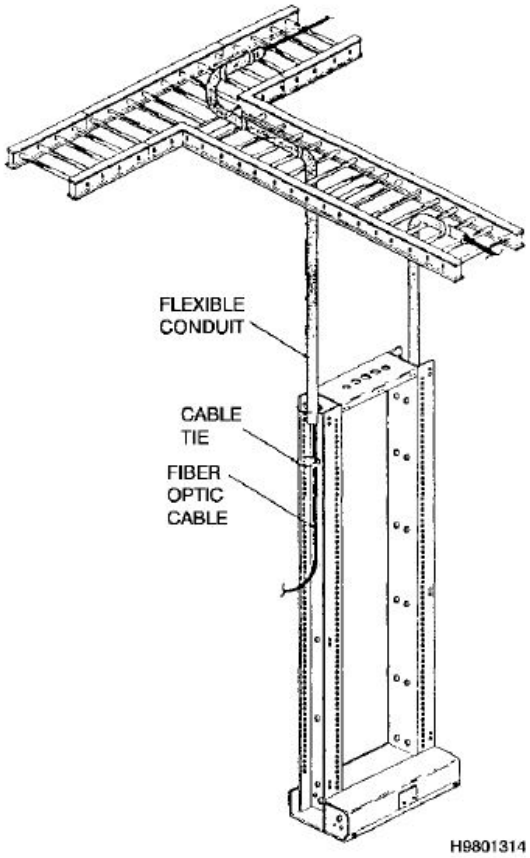

Figure 1–3. Typical routing, ladder rack to equipment rack.
6. In equipment racks, the cable will be secured to the frame with cable ties to prevent accidental snagging of the cable. The use of properly rated flexible conduit in what is deemed a high activity area is highly advisable (fig. 1–3).